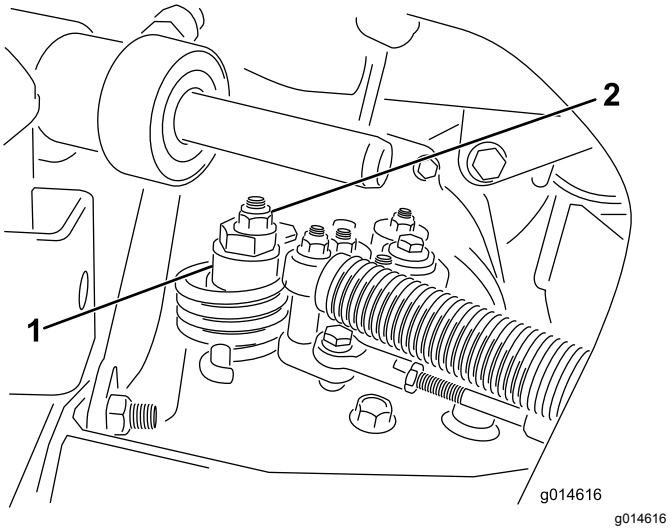

Figur 32
A. Lossa muttern som fäster excenterbulten på hydrostatens ovandel (Figur 32).
C. Vrid excenterbulten tills maskinen inte kryper i någon riktning. När hjulet slutar rotera drar du åt muttern som låser excenterbulten och justeringen (Figur 32). Kontrollera justeringen med gasreglaget i det LÅNGSAMMA och det SNABBA läget.